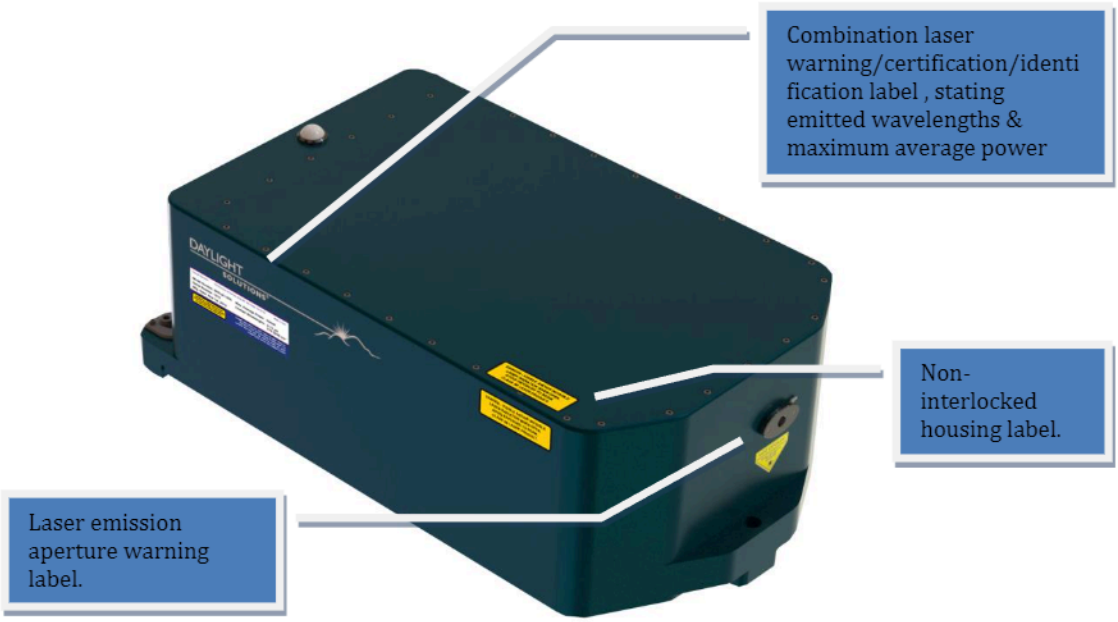

Figure 2. Radiation control diagram - position and type of laser safety warning labels on MIRcat laser head.
The laser radiation emitted from this unit is invisible to the naked eye and may be harmful if the beam makes direct and prolonged contact with the eye. In some units, depending on options selected at time of order, the laser may also emit visible laser radiation. Eye protection, in the form of laser safety glasses, is necessary for lasers with average power outputs greater than 9.6mW. The specific wavelength range and maximum average power output of each laser beam emitted by your system is listed on the safety label affixed to each MIRcat Laser Head, as shown in Figure 2. The user must review this safety label and/or the final test data sheet included with your system to determine safety glasses suitable for the range of wavelengths and output power emitted. As general guidelines, however: a) recommended Optical Density (OD) for safety glasses is at least 5 for wavelengths in the range 3μm to 14μm; b) provided direct or prolonged viewing of the visible aiming beam (if included in your system) is avoided, safety glasses that protect against this visible wavelength should not be necessary. Regardless of general guidelines given here, users should consult with laser protective eyewear vendors for help selecting laser safety glasses, and to confirm that selected eyewear will provide sufficient eye protection.